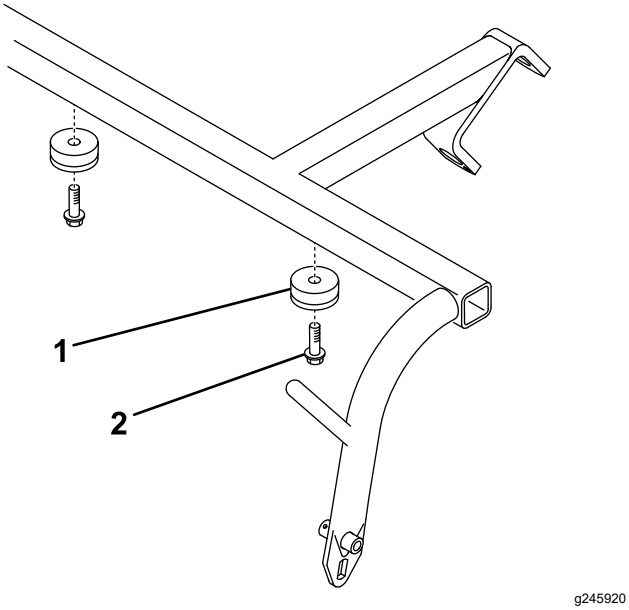

Figur 3
5. Monter to støtfangere på undersiden av trekkrammen med to selvgjengende skruer (Figur 3).